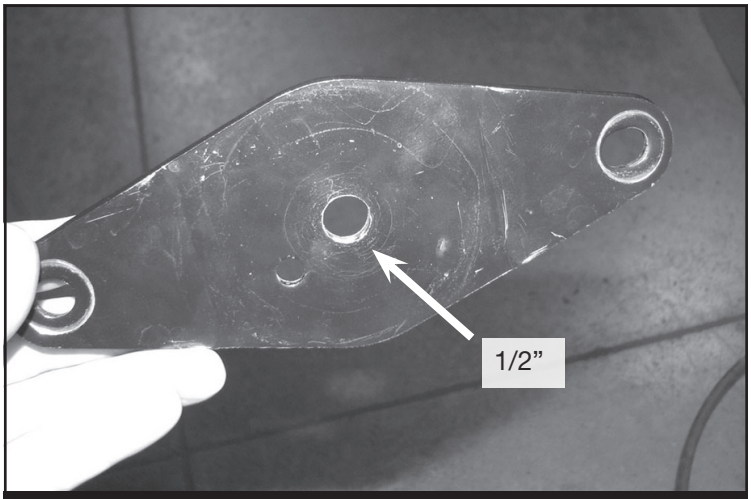

FIGURE 26 - STEP 34
34. Using a 1/2” drill bit. Drill out the center hole on the factory bumpstop mounting plate. **SEE FIGURE 26**